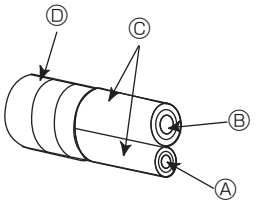

Fig. 4-6
4.3. Connexion des tuyaux (Fig. 4-6) (Fig. 4-7)